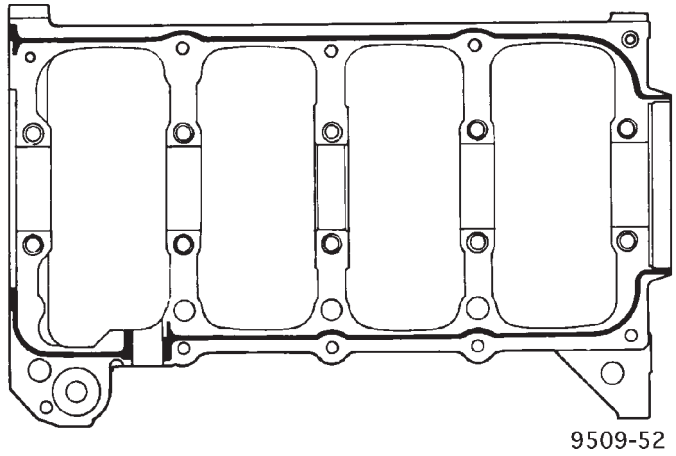

Abb. 99 Abdichtung der Hauptlagerdeckel/ Grundplatte
(4) Auf der Dichtfläche des Motorblocks eine 1,5-2,0 mm (0,059-0,078 Zoll) breite Dichtraupe der Mopar® Grundplatten-Dichtmasse auftragen (siehe (Abb. 99).